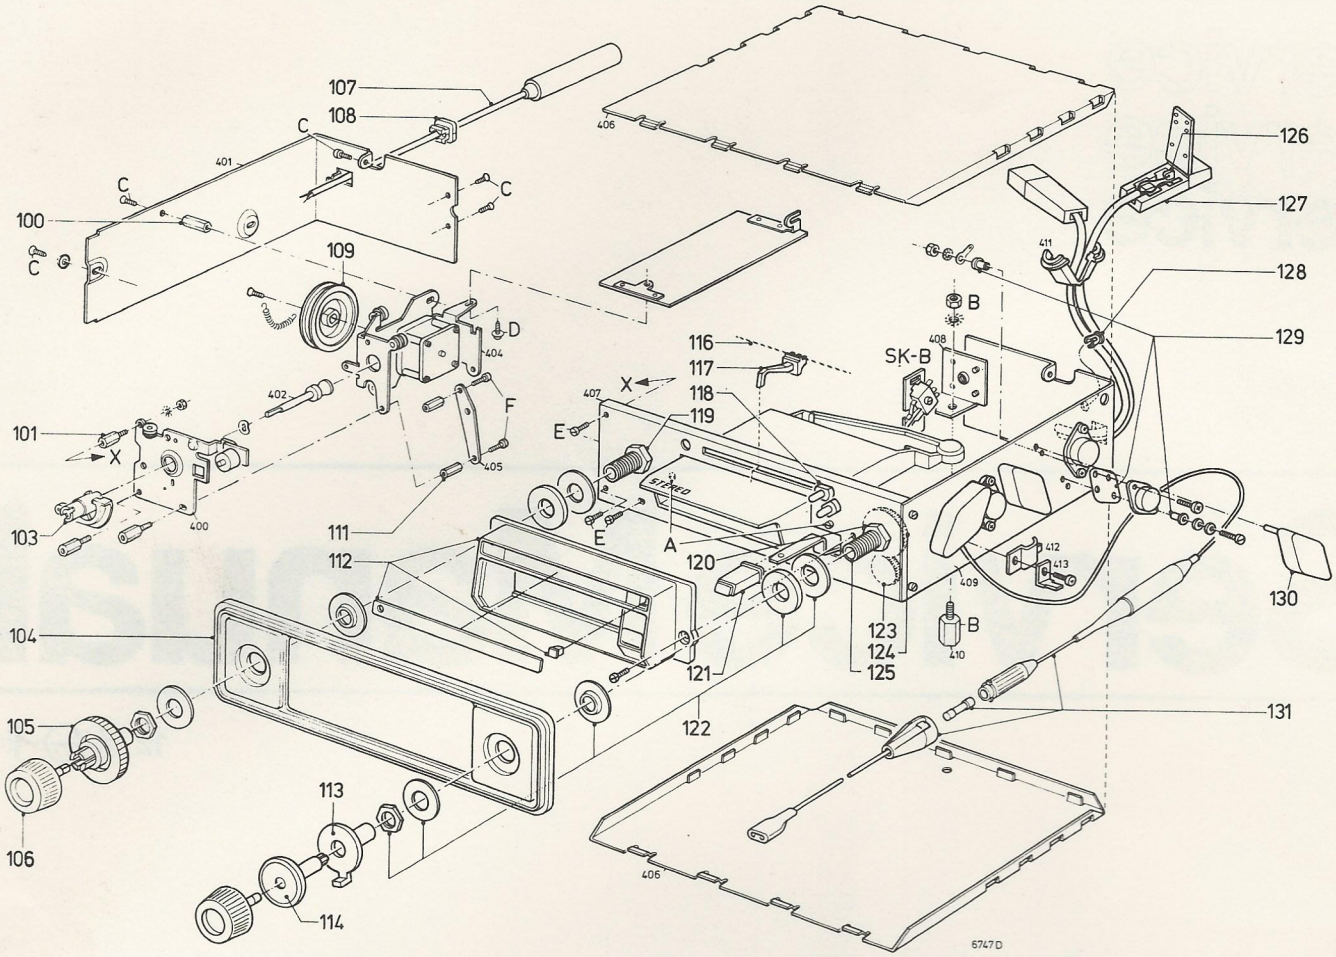

Fig. 1
REPAIR HINTS FOR RADIO (Fig. 1)
REPAIR HINTS FOR RECORDER (Figs. 1 and 9)
1. Removing the recorder (Fig. 1)